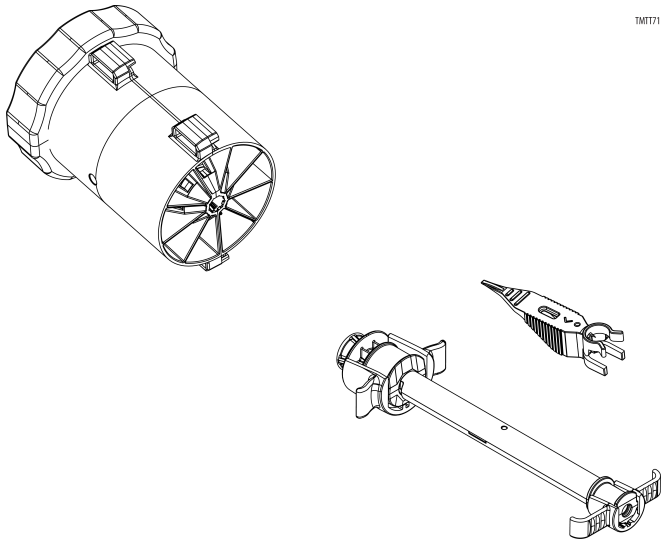

Figure 7: Edwards EVOQUE Loading System and Trimmer
■ Figure 7 : Système de chargement Edwards EVOQUE et rogneur
■ Abbildung 7: Edwards EVOQUE Ladesystem und Trimmer
■ Afbeelding 7: Edwards EVOQUE -laadsysteem en trimmer
■ Rysunek 7: System ładujący Edwards EVOQUE i przycinarka
■ Şekil 7: Edwards EVOQUE Yükleme Sistemi ve Kırpıcı ■ Рис. 7. Система загрузки Edwards EVOQUE и резак